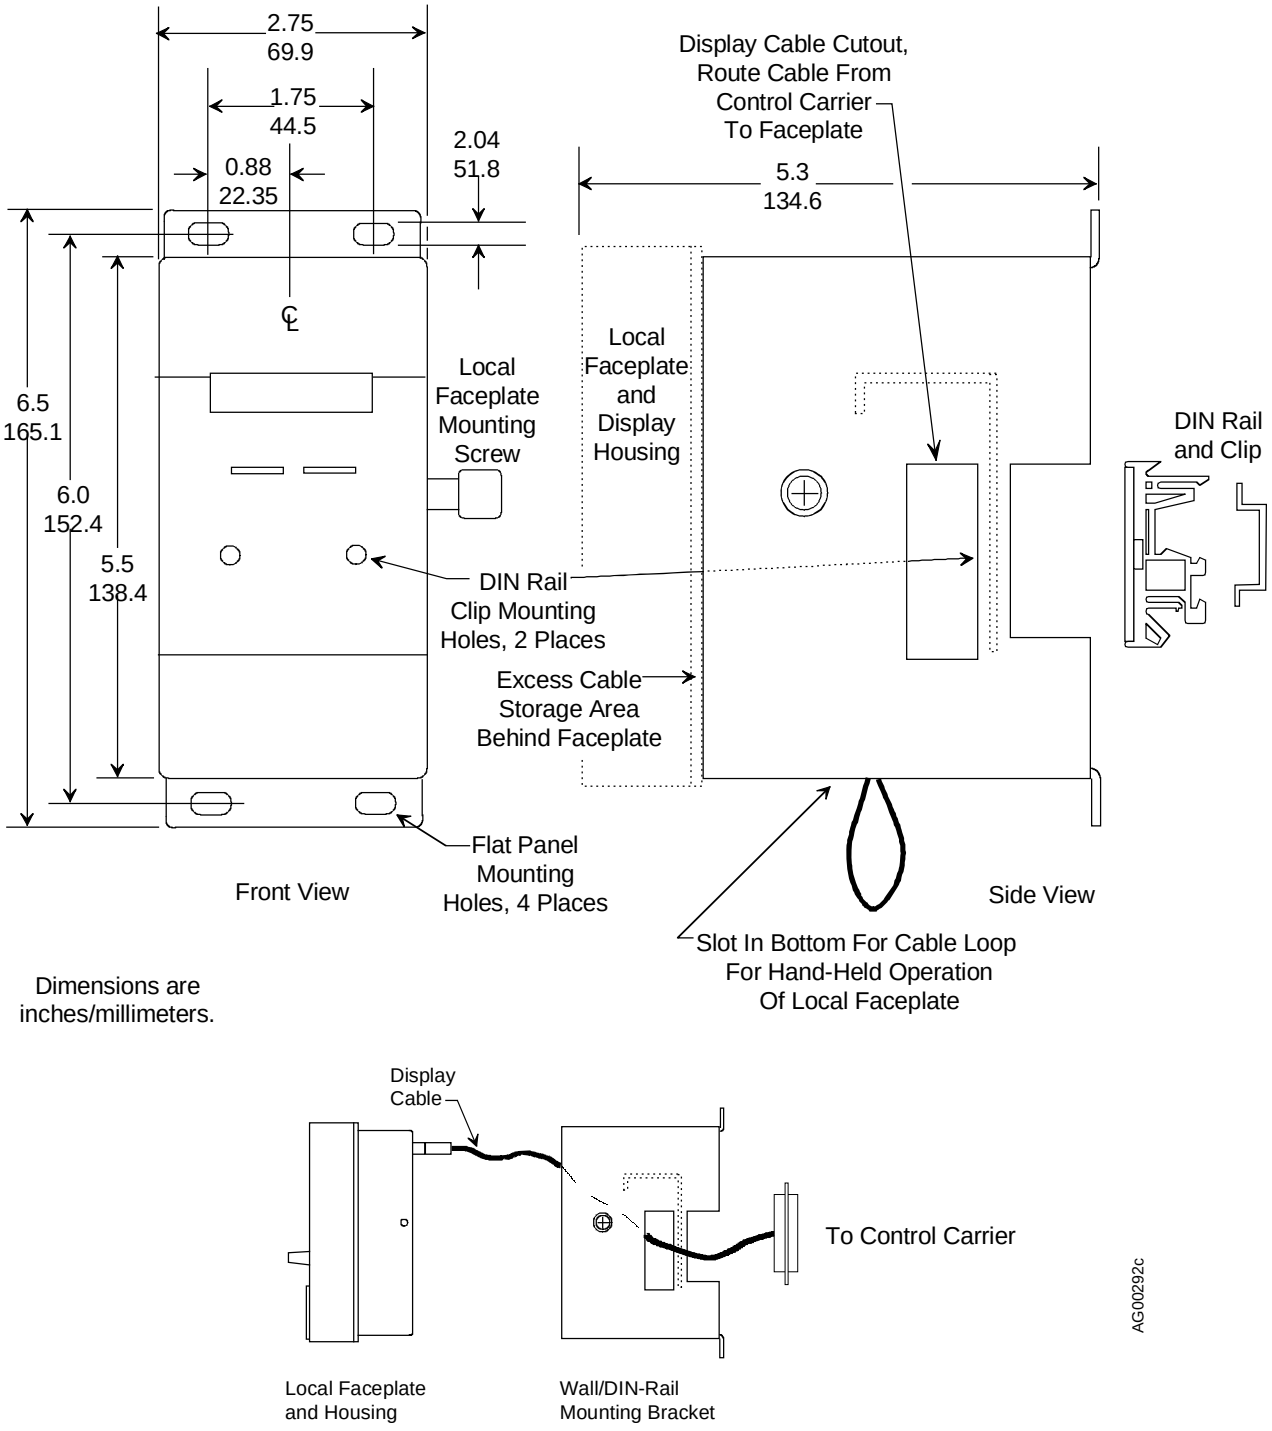

FIGURE 8-16 Local Faceplate and Wall/DIN-Rail Bracket Dimensions
1. Refer to Figure 8-16 and snap the DIN-Rail Clip onto the G- or T-section DIN-rail.
5. If the local faceplate is to be used as a hand-held device, hold the faceplate close to the Bracket and dress the cable loop so it extends from the cutout in the bottom of the Bracket as shown in Figure 8-16. Now, insert the faceplate into the Bracket and tighten the captive screw and the side of the Bracket.
1. Refer to Figure 8-16 and prepare the mounting surface as necessary.